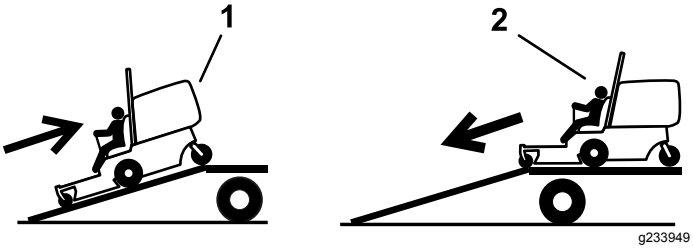

Figur 28
4. Backa maskinen uppför ramper (Figur 28).
2. Kör maskinen framåt nedför ramper (Figur 28).